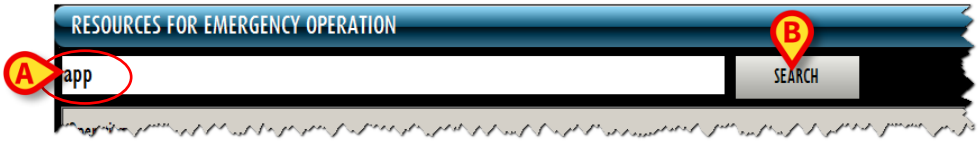

Fig 286
- type the operation name (or part of it) in the field indicated in Fig 286 **A**.
- Click the **Search** button placed alongside the field (Fig 286 **B**).